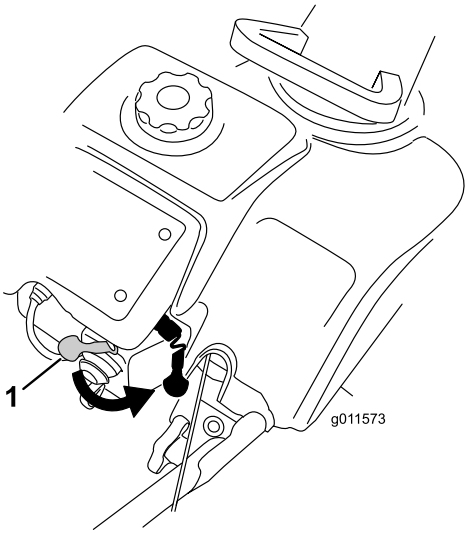
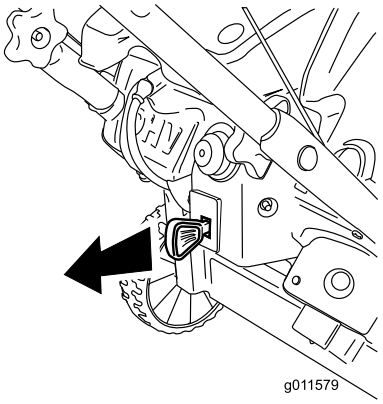

Rysunek 16
Rysunek 22
2. Przesuń dźwignię ssania całkowicie w prawo (Rysunek 16).
Aby zatrzymać silnik, wysuwaj kluczyk zapłonu, aż zablokuje się w pozycji Off (Rysunek 22) lub przesuń dźwignię ssania całkowicie w prawo (Rysunek 16).